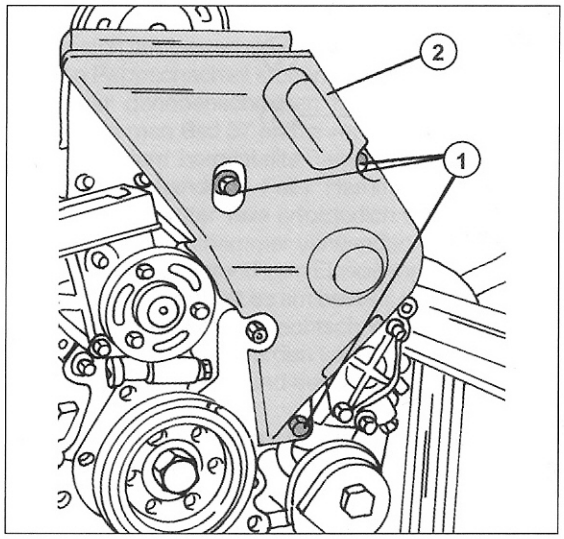

Bild 46
- Von der Vorderseite des Motors die drei Schrauben des Zahnriemenschutzdeckels lösen und den Deckel abnehmen. Bild 46 zeigt die Befestigung.